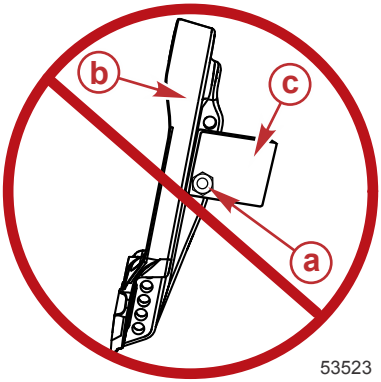

Abbildung 3
2. Keine Zubehörteile mit den Motorbefestigungsteilen am Boot befestigen. Siehe Abbildung 3.